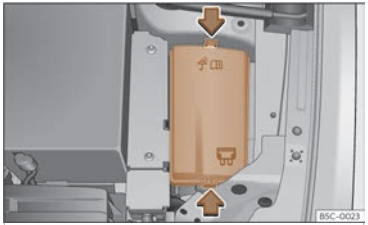

Fig. 204 Al compartiment del motor: tapa de la caixa de fusibles.
- Premeu les pestanyes de bloqueig per desbloquejar la tapa de la caixa de fusibles ››› **fig. 204**.